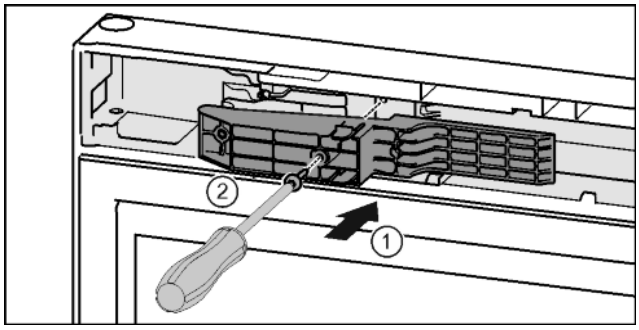

*Fig. 47**
▶ Placer l'adaptateur dans la fente sur le côté de la poignée.* *Fig. 47 (1)*
▶ Serrer les vis avec un tournevis T15.* *Fig. 47 (2)*